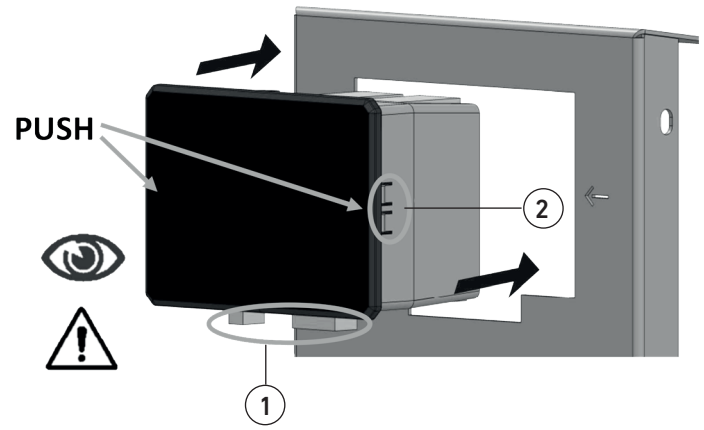

fig. 22
- Make a correct connection of the device (DO NOT invert the connectors, respect the connections given by the manufacturer) and pay attention to the direction that the control unit must have to enter the seat (fig. 22 part.1);
- To insert the component in place press on the side edges of the control unit near the arrows, as shown in fig. 22. When the component has arrived to beat the side teeth (fig. 22 part.2) will emit a 'click' indicating the correct anchorage to the sheet metal.